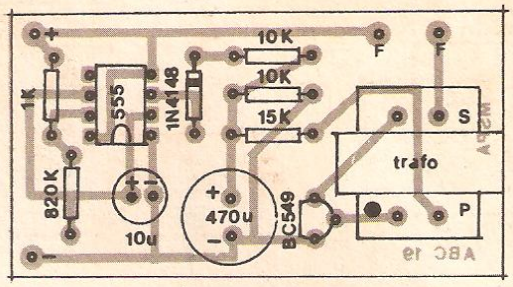

FIG. 4
- **FIG. 4** - O CHAPEADO DA MONTAGEM - Na figura anterior a plaquinha era vista pela face cobreada... Agora a visão é feita pela face não cobreada, detalhando-se a posição, valor, código outros itens informativos importantes, de cada componente principal do circuito... Observar, com maior atenção, a posição do 555 (extremidade marcada voltada para o eletrolítico de 10u), do transístor (lado "chato" virado para o eletrolítico de 470u), diodo (com a extremidade marcada voltada para a borda superior da placa), transformadorzinho "pinta vermelha" (com o primário, ou lado da "pinta", virado para a borda inferior do Impresso), polaridade dos dois capacitores eletrolíticos (nitidamente marcada na figura e nos próprios "corpos" dos componentes...) e os valores dos resistores em função dos lugares que ocupam... Conferir tudo muito bem ao final, para só então cortar as "sobras" de "pernas" e terminais pelo "outro" lado (o cobreado...) da placa... Verificar também a qualidade dos pontos de solda, corrigindo eventuais defeitos nesse aspecto...